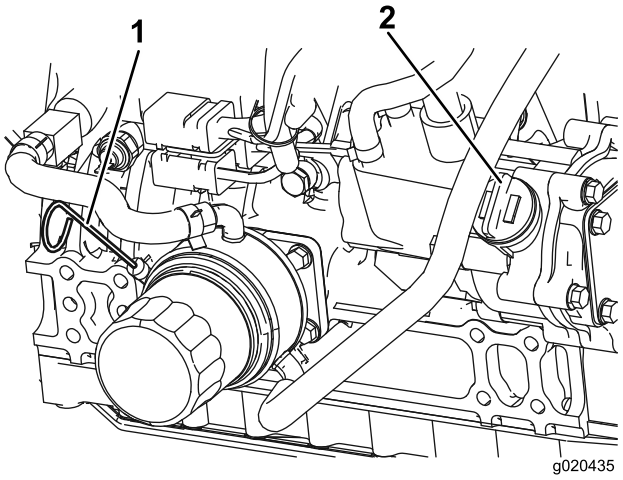

Figur 10
3. Ta ut oljestickan, torka av den, sätt tillbaka den i röret och dra ut den igen. Oljenivån ska ligga mellan fullmarkeringen och påfyllningsmärket (Figur 10).
4. Om oljenivån är låg ska du ta bort påfyllningslocket (Figur 10) och fylla på med olja tills nivån ligger mellan fullmarkeringen och påfyllningsmärket. **Fyll inte på för mycket.**